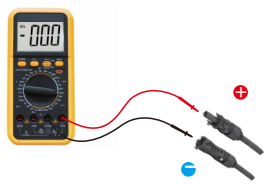
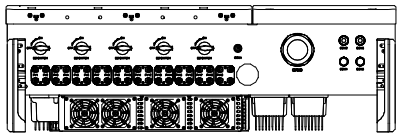

图3.22 万用表测量
图3.23 将直流连接器连接到逆变器
5.用万用表测量直流输入的PV电压，验证直流输入线缆的极性（见图3.22），确保每串电压在逆变器运行范围内。将直流连接器与逆变器连接，直至听到轻微的咔哒声，表示连接成功。（见图3.23）